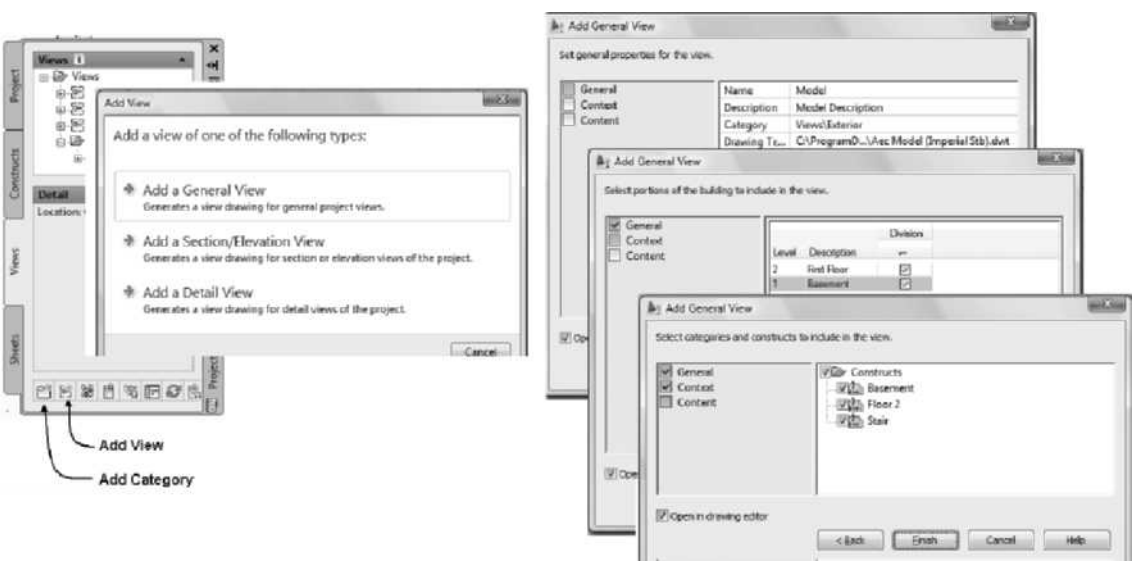

FIGURE 12.63 *Creating the Model View drawing*
4. Select the **Views** tab and select the **Add Category** command from the toolbar located at the bottom of the **Views** tab. Overtype **Exterior** as the name of the category. Select the **Exterior** category and then select the **Add View** command from the **Views** tab toolbar. Choose **Add a General View** option from the Add View dialog box. Verify **General** page of the Add General View dialog is open edit the following: Name = **Model**, Description = **Model View**, and then click **OK** to dismiss the **Description** dialog box. Choose *Open in the drawing editor* checkbox. Click **Next** and edit the **Context** page as follows: Check Division **1** for **Level 1 [G]** and **Level 2 [1].** Click **Next** to display the **Content** page and verify that Constructs, Floor 2, Basement, and Stair are checked as shown in Figure 12.63. Click **Finish** to close the dialog box.